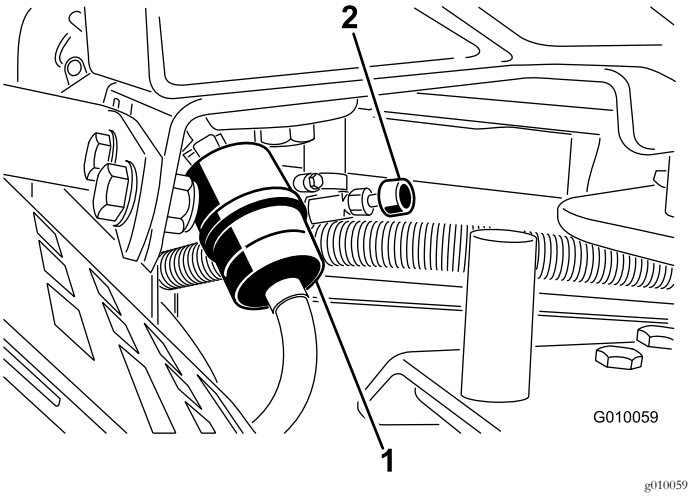

Figur 51
2. Luk brændstofafbryderventilen (Figur 51).
3. Klem slangeklemmernes ender sammen, og skub dem væk fra filteret (Figur 51).
5. Monter et nyt filter, og flyt slangeklemmerne hen til filteret (Figur 51).
7. Åbn brændstofafbryderventilen (Figur 51).
3. Løsn slangeklemmen ved brændstoffilteret, og før den op ad brændstofrøret væk fra brændstoffilteret (Figur 51).
4. Træk brændstofrøret fra brændstoffilteret (Figur 51). Åbn brændstofafbryderventilen, og lad brændstoffet løbe ud i en brændstofkande eller en dræningsbakke.
5. Monter brændstofrøret på brændstoffilteret. Før slangeklemmen hen til brændstofventilen for at fastgøre brændstofrøret (Figur 51).